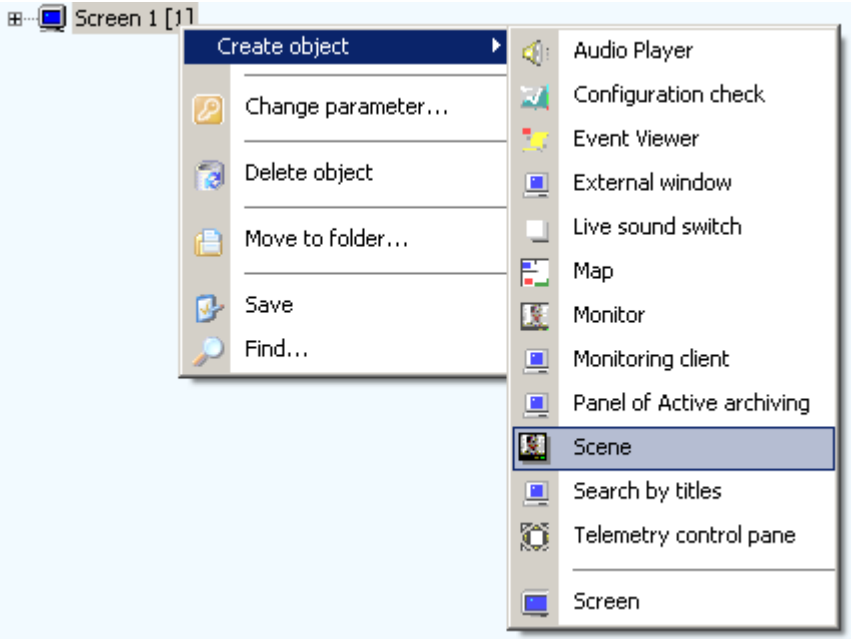

Figure 8.4-50 Creating the "Scene" object
1. Select the required “Screen” object in the “Interfaces” tab of the “System settings” dialog box (Figure 8.4-50).
2. Make a right mouse click upon the selected "Screen" object and select «Create object» ⇒ «Scene» in the appeared context menu (Figure 8.4-50).